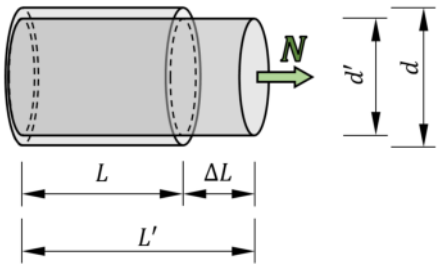

Rys. 4. Zmiany wymiarów pręta rozciąganego
Rys. 4. Łączniki do kotwienia kozłów oporowych: a) kotwa pętlowa, b) kotwa falista, c) kotwa hakowa, d) kotwa płytkowa. Każdy z łączników jest połączony ze zbrojeniem za pomocą kotwy typu „V"
Mocowanie kozłów w podłożu realizuje się za pomocą stalowych prętów gwintowanych (tzw. gwint „Dywidag"), o średnicach 15, 20, rzadziej 26,5 mm, prowadzonych pod kątem 45°, analogicznych do ściągów szalunkowych. Najczęściej są one zaokrąglone (pętla kotwiąca) lub pofalowane (kotwa falista), rzadziej zakrzywione (kotwa hakowa) lub proste, wyposażone w płytki oporowe – rys. 4. Dzięki temu uzyskuje się zwiększoną przyczepność do betonu, gwarantującą odpowiednią dystrybucję powstających w ich przekroju sił rozciągających. Każdorazowo zaleca się również ich przyspawanie do zbrojenia płyty, wykorzystując tzw. kotwę typu V. Elementy kotwiące umieszcza się w odległościach odpowiadających zaprojektowanym rozstawom kozłów oporowych. Są to elementy tracone, pozostające w płycie, do których przykręca się ramy kozłów za pomocą standardowych ściągów szalunkowych wraz z nakrętkami. Nośność elementu kotwiącego uzależniona jest od jego średnicy, toteż w przypadku, gdy nie ma możliwości zmniejszenia wartości siły kotwiącej (Z) za pomocą rozmieszczenia kozłów, przy nieprzekroczonej nośności podłoża na docisk, można zastosować kotwy o większych średnicach.
i będzie to naprężenie normalne. Pręt wskutek działania siły rozciągającej ulegnie wydłużeniu o ΔL – rys. 4. W analizie wytrzymałościowej wygodniej będzie posługiwać się wielkością bezwymiarową zwaną odkształceniem, którą otrzymamy dzieląc wartość wydłużenia przez początkową długość pręta L:
Wskutek rozciągania zmianie ulegną także wymiary przekroju poprzecznego – rys. 4. Odkształcenia w kierunkach prostopadłych do osi pręta mają przeciwne znaki do odkształceń podłużnych i są do nich proporcjonalne: